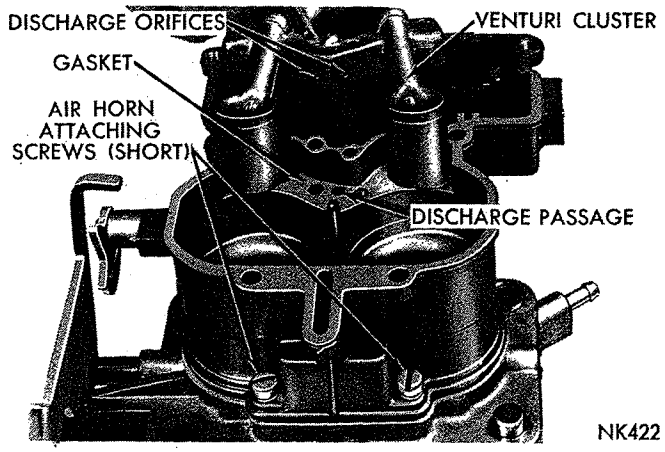

***Fig. 6—Removing or Installing the Venturi Cluster***
(1) Remove float fulcrum pin spring, then remove fuel inlet needle valve, seat and gasket.
(2) Slide the float baffle up out of its grooves, then remove the float and fulcrum pin.
(3) Remove venturi cluster attaching screws, then remove venturi cluster gasket, as shown in (Fig. 6). Discard gasket.
(4) Invert carburetor main body and drop out discharge check ball from discharge passage, refer to (Fig. 6), and accelerator pump inlet check ball from the pump well.
(5) Install venturi cluster gasket, then slide venturi cluster down into position. Install attaching screws and tighten securely. (Refer to Fig. 6.)